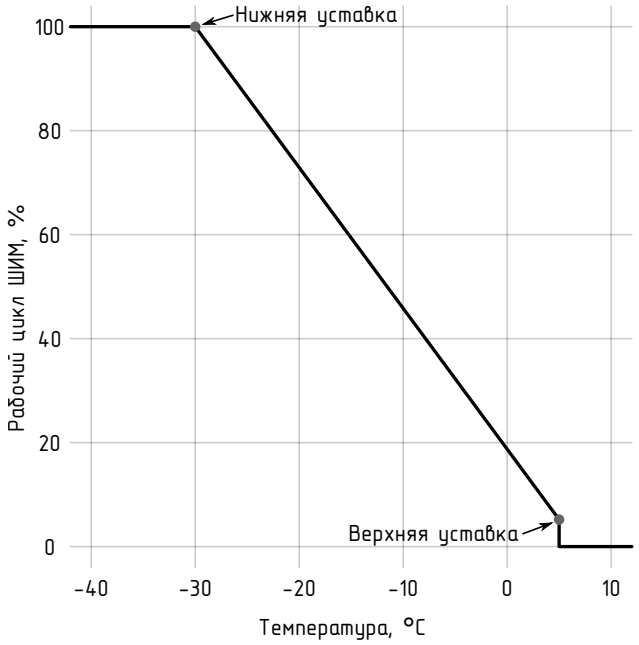

Рисунок 1.4 – Режим работы «Пропорциональный ШИМ»
- **«Пропорциональный ШИМ» («PWM Proportional»)**. Длительность рабочего цикла ШИМ линейно интерполируется между верхней и нижней уставками в зависимости от показаний датчика(ов) температуры (см. рисунок 1.4). Для каждой уставки задаются температура и соответствующая длительность рабочего цикла;